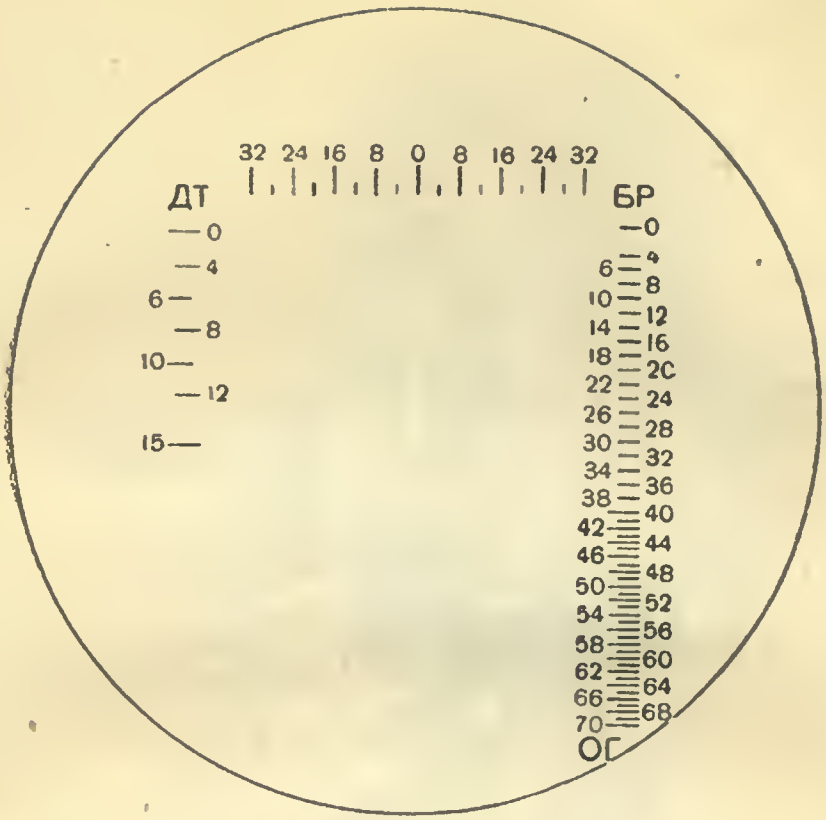

Рис. 69. Шкалы прицела ПТ1-15
2. Установить горизонтальную нить перекрестия маховичком *10* на деление шкалы, соответствующее расстоянию до цели (рис. 69).